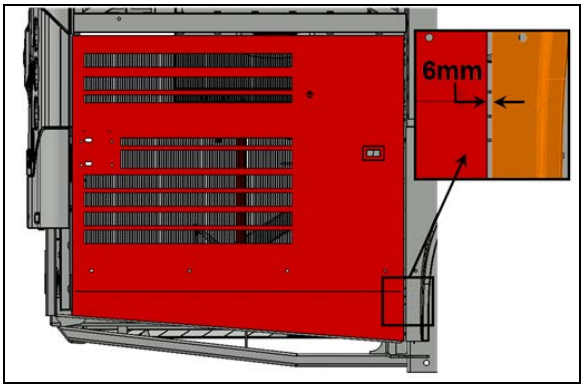

FIGURE 116
7. Check the gap between the door and the adjacent panel at the level of the lower attachment point of the arm on the door. The gap should be ¼" (6 mm) (FIGURE 116).